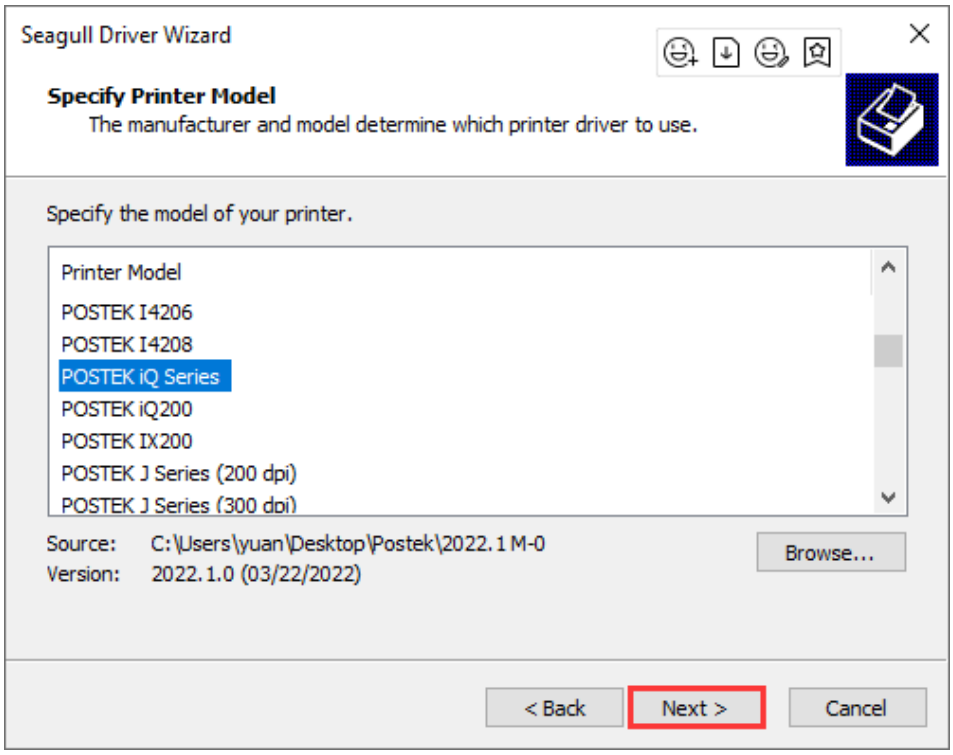

Figure 2-35 Specify Printer Model Screen
4. The "Specify Printer Model" screen displays, select the printer model (POSTEK iQ Series for example), and click "Next", as shown in Figure 2-35.